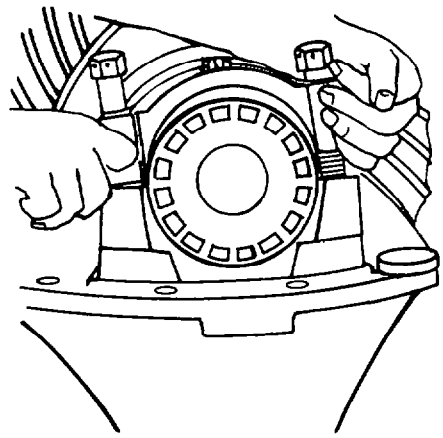

Fig. 361 — Installing Bearing Caps
e. Lubricate the differential bearings, then install the crownwheel and differential assembly in the carrier (item 28). Fit the bearing cups (items 9 and 23), bearing adjusters (items 8 and 24) and the bearing caps (item 7) to the assembly. Install the bearing cap retaining bolts and washers (items 4 and 6) and tighten finger-tight (see fig. 361).